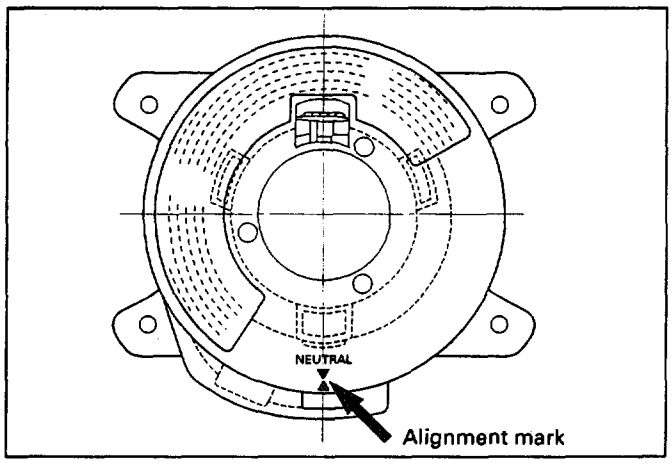

Fig. 8-83
1. Check to see if the vehicle is in the straight driving condition and turn the rotary section of the SRS coil assembly provided to the upper surface of the lighting switch (combination switch) clockwise fully until it stops. Then from where it stops, turn it back about 3 rotations to set the alignment marks together before installing the steering wheel. (Fig. 8-83)